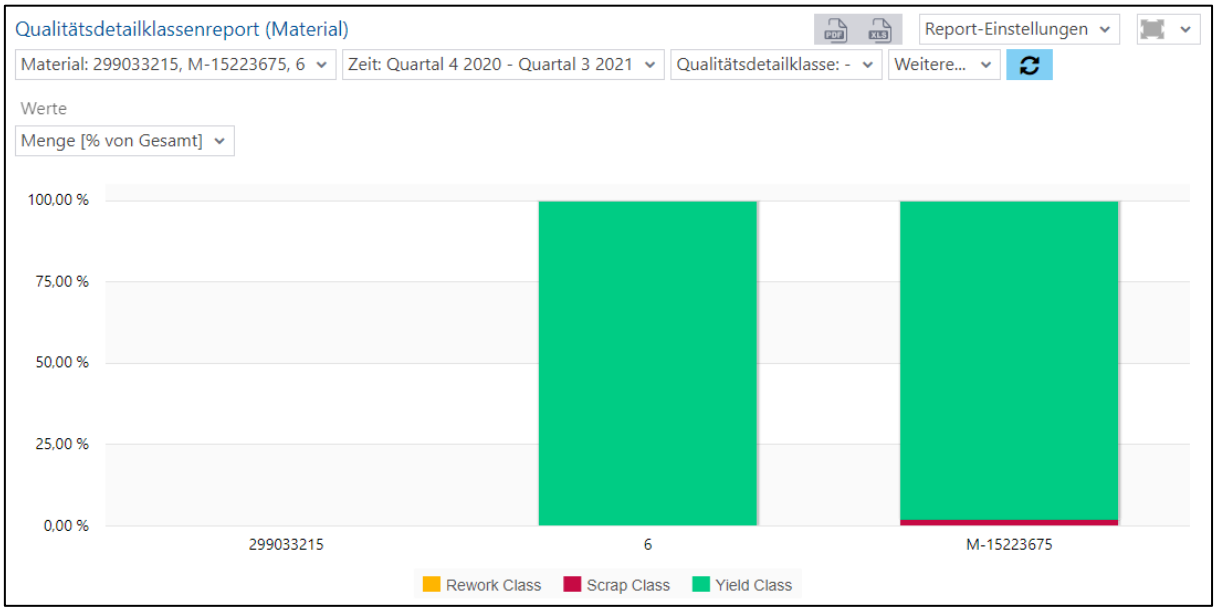

**Bild 125: Qualitätsdetailklassenreport (Material) als Säulendiagramm**
- Qualitätsdetailklassenreport (Material) als Säulendiagramm (Bild 125):
- Qualitätsdetailklassenreport (Vorgang) als Säulendiagramm (Bild 125):